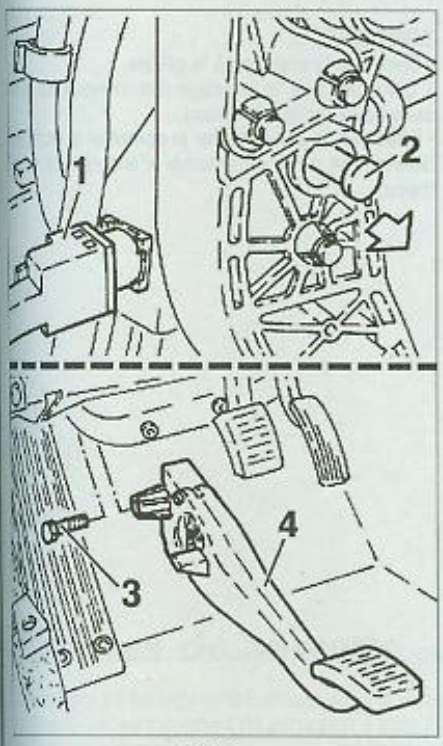

FIG. 3
• Déposer la pédale d'embrayage ; pour cela (Fig.3).
- tourner d'un quart de tour le contacteur d'embrayage (1) et le sortir.
- extraire l'axe (2) du cylindre émetteur sur la pédale.
- déposer la vis de fixation (3) de la pédale d'embrayage (4).